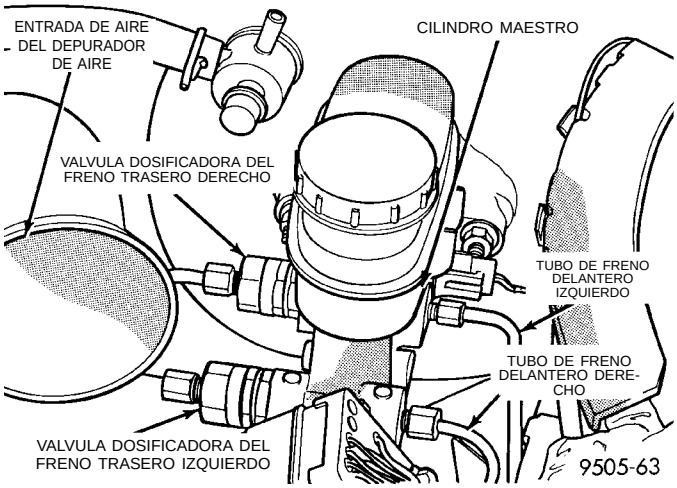

Fig. 124 Posiciones de la válvula dosificadora sin ABS en el cilindro maestro
Una válvula dosificadora controla el freno trasero derecho y la otra, el freno trasero izquierdo (Fig. 124). Por lo tanto, es esencial realizar una prueba de carretera para determinar cual de los frenos traseros roza primero.
(1) Desconecte el tubo de freno de la válvula dosificadora que debe retirarse del cilindro maestro (Fig. 124).
(2) Retire la válvula dosificadora (Fig. 124) del cilindro maestro que debe reemplazarse.